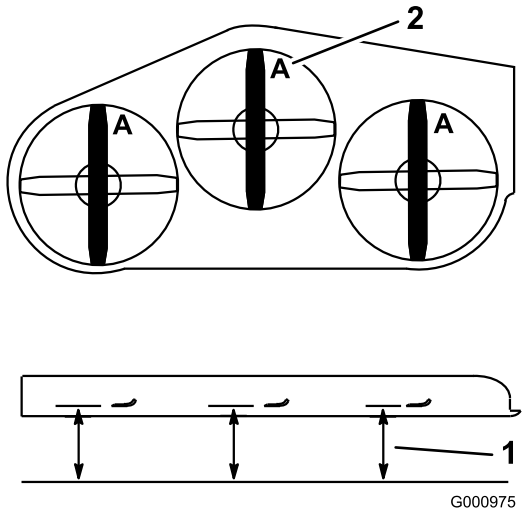
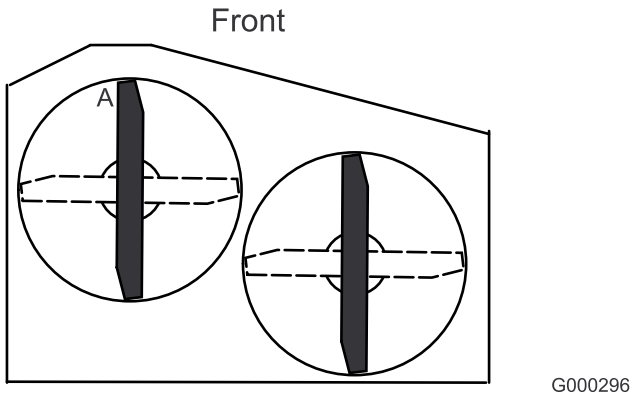

Figura 70
Figura 71
3. Con la máquina ubicada en una superficie nivelada, coloque una cuchilla en posición longitudinal. Mida en la posición **A** desde una superficie nivelada hasta el filo de corte de los extremos de la cuchilla (Figura 70). Para las plataformas de cortacésped de 36 pulgadas, consulte la Figura 71.